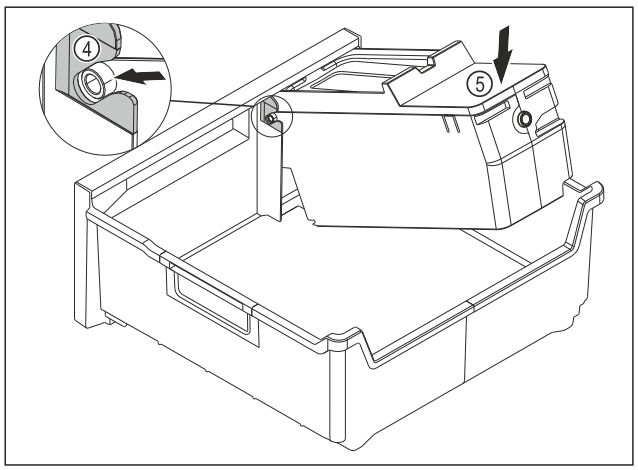

Fig. 186
▶ EasyTwist-Ice-corpus monteren: Assen van de EasyTwist-Ice-corpus in de geleidingen *Fig. 186 (4)* schuiven.
▶ EasyTwist-Ice-corpus *Fig. 186 (5)* achter omlaag drukken.